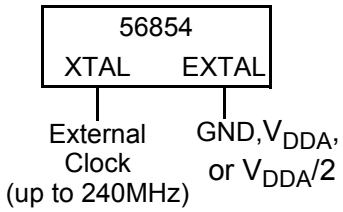

Figure 4-7 Connecting a High Speed External Clock Signal using XTAL
The recommended method of connecting an external clock is given in **Figure 4-7.** The external clock source is connected to XTAL and the EXTAL pin is held at ground, V_{DDA}, or $V_{DDA}/2$. The TOD_SEL bit in CGM must be set to 0.
1. See **Figure 4-7** for details on using the recommended connection of an external clock driver.